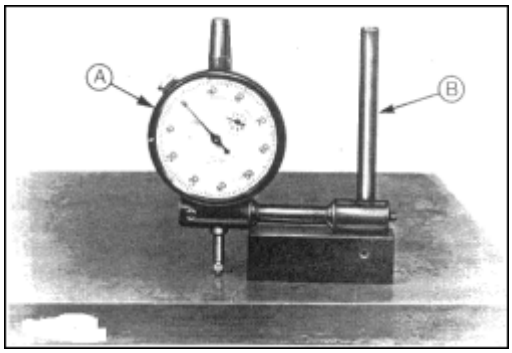

Abb. 4 Nullstellung der Messuhr
8. Messuhr mit Messblock zusammensetzen und auf Null stellen, Abb.4.